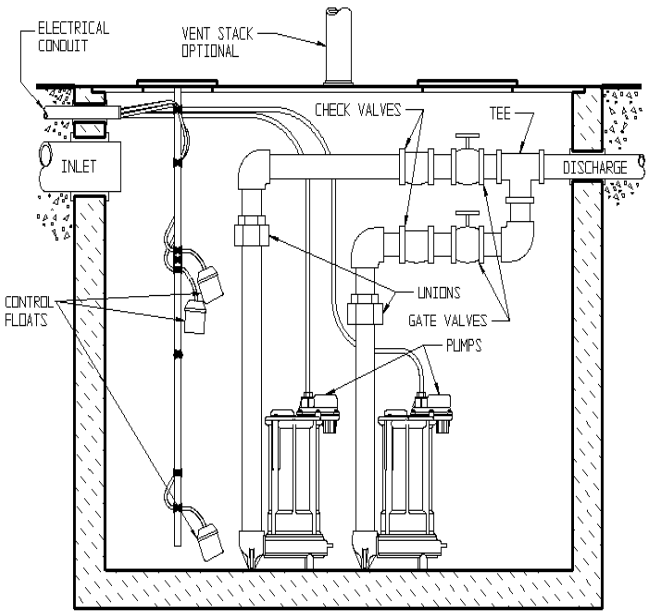

Fig. 3 – Typical Installation Duplex System
B. **Duplex (Two Pump) Systems (see Fig. 3):** Set both pumps in place in the bottom of the basin. The duplex control used will include 3 or 4 floats that will either be tethered to one of the discharge pipes or to an independent rod or bracket. Follow the instructions provided with your duplex control device. Each float must be **free to move throughout its travel** and not